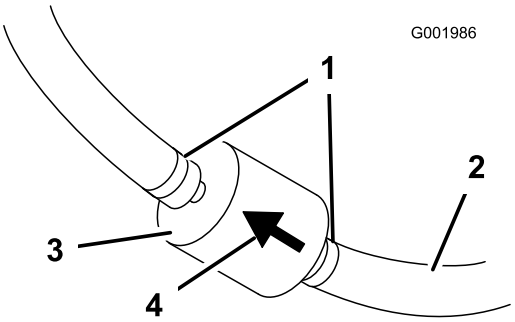

**Figuur 41**
5. Druk de uiteinden van de slangklemmen naar elkaar toe en schuif ze weg van het filter (Figuur 41).